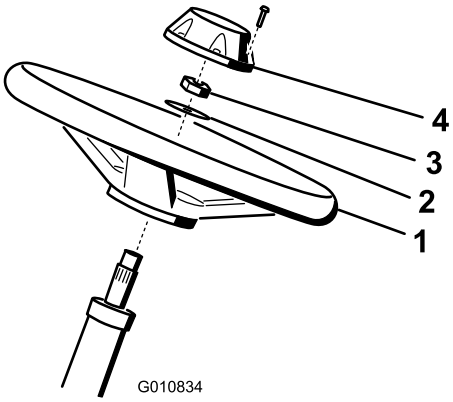

Figur 6
1. Før rattet på rattstangen (Figur 6).
2. Før skiven på rattstangen (Figur 6).
3. Fest rattet til stangen med en låsemutter og stram den til med et moment på 27–35 N·m (Figur 6).
4. Sett lokket på rattet, og fest med seks bolter (Figur 6).